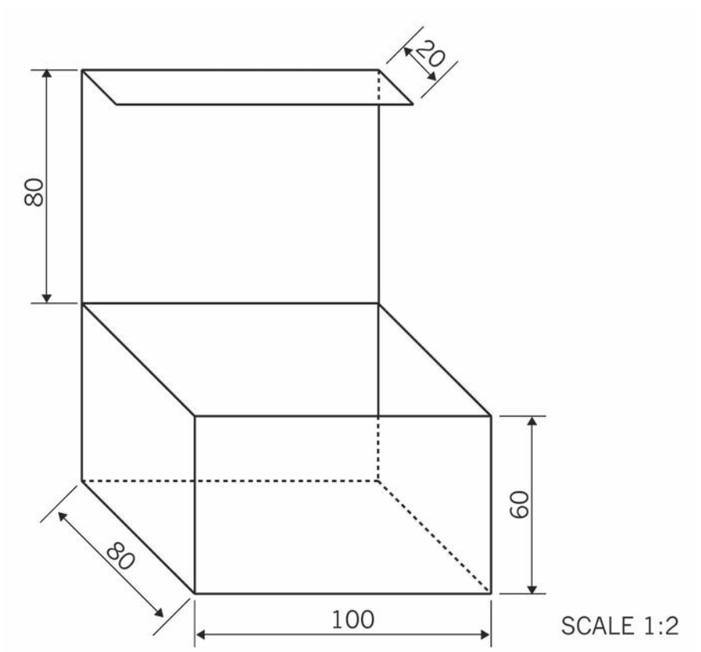

Figure 15
1. Make an isometric drawing of the chalk box in Figure 15 on isometric grid paper. Use a scale of 1:4.